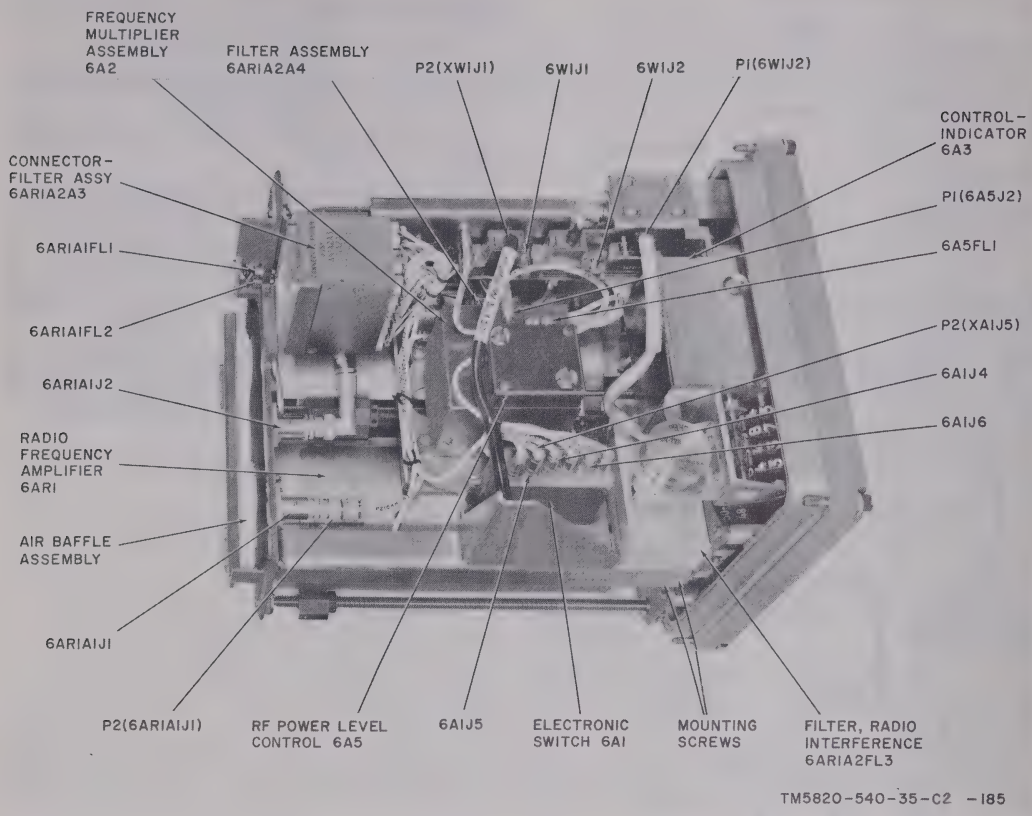

Figure 3-6. Transmitter RF head, top view.
(1) Remove the transmitter RF head from the transmitter case and remove the dust cover, as described in chapter 6 of TM 11-5820-540-12.
(2) Connect the transmitter RF head to the transmitter case using the CMC 456-918 cable.
(3) Disconnect RF lead P2 (XA1J5) from connector J5 on electronic switch 6A1 (fig. 3-6).
(1) Loosen the two screws securing plug P1 (6W1J2) to chassis connector 6W1J2 (fig. 3-6). Disconnect P1 (6W1J2) from 6W1J2.
(2) Set the SMTR CHANNEL control to channel 112.
(3) Using the multimeter, check between the following pins of P1 (6W1J2) as shown in the chart below.